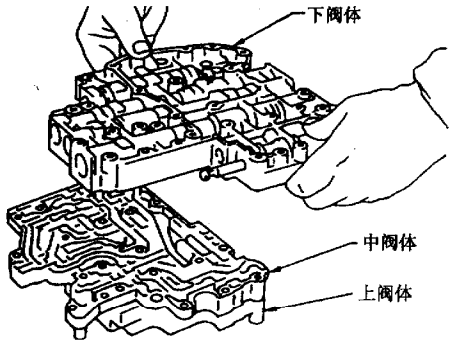

图 9－13－32
(6) 如图 9－13－33 所示，反转下阀体和蓄压器支持架。